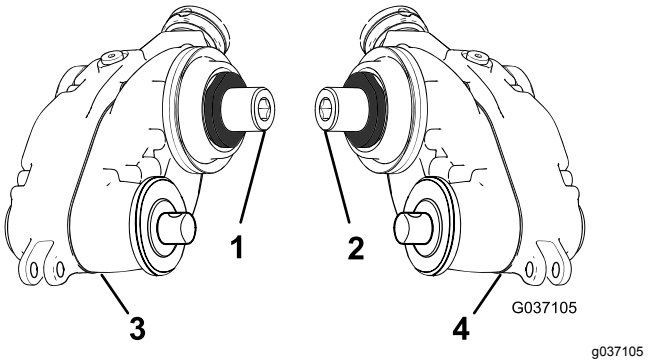

Figura 7
1. Identifique las cajas de transmisión del groomer de transmisión derecha y transmisión izquierda; consulte la Figura 7.